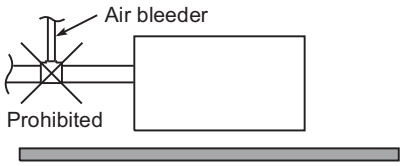

Fig. 1-117
□ Do not install an air bleeder as this may cause water to spray from the drain pipe outlet. (Fig. 1-117)